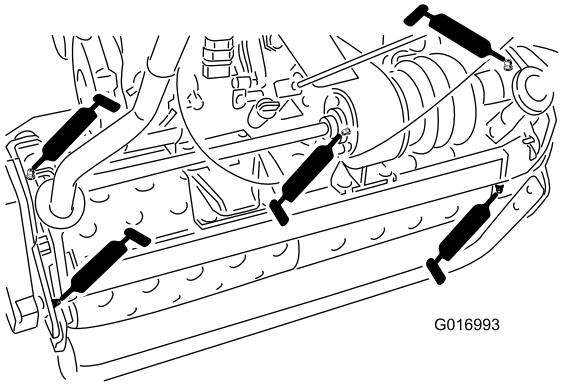

Figur 22
- to på trommelakslene (Figur 22)
- tre på differensialen (Figur 22)